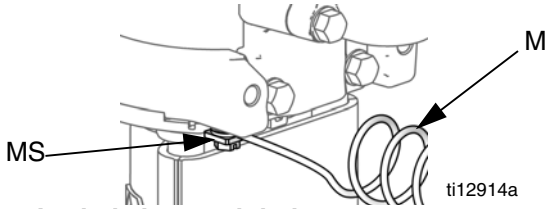

FIG. 2. Jordad skruv och ledare
1. Pump: Se FIG. 2. Kontrollera att jordskruven (MS) är fäst och ordentligt åtdragen på luftmotorn. Anslut andra änden av jordledaren (M) till en god jordpunkt.